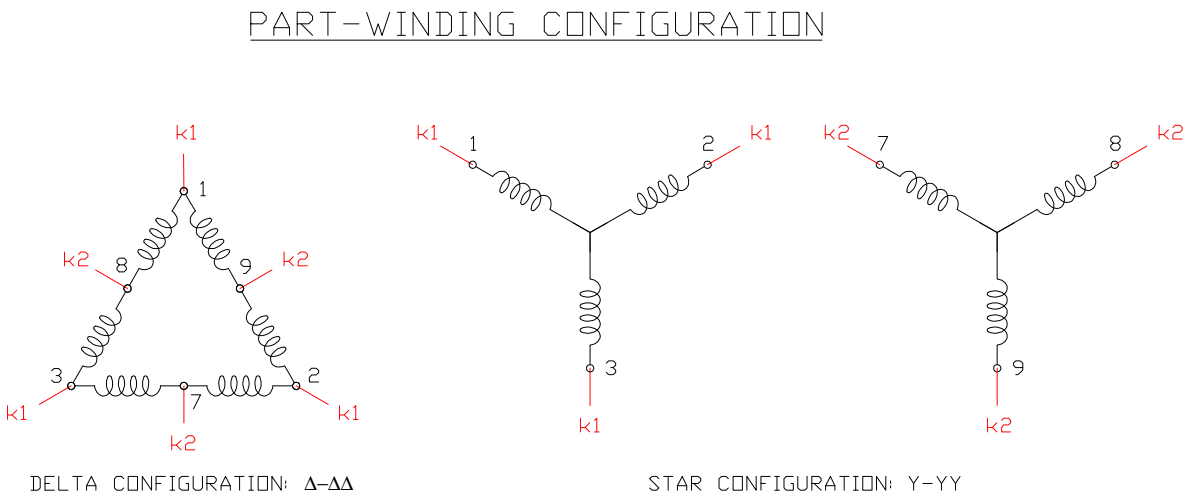

Рисунок 5-A: соединения внутренней обмотки для двигателей с частичной обмоткой;
**Важное замечание:** Два вышеупомянутых типа двигателей с частичной обмоткой можно различить путем измерения электрического сопротивления между клеммами 1-2-3 и 7-8-9. Со ссылкой на рисунок 5-A: ✓ в конфигурации Y-YY имеется непрерывность между клеммами 1 и 2, 1 и 3, 2 и 3, 7 и 8, 7 и 9, 8 и 9; между клеммами 1 и 7/8/9, 2 и 7/8/9, 3 и 7/8/9 имеется изоляция. ✓ в конфигурации Δ-ΔΔ между каждой парой клемм есть непрерывность, а между ними нет взаимной изоляции.